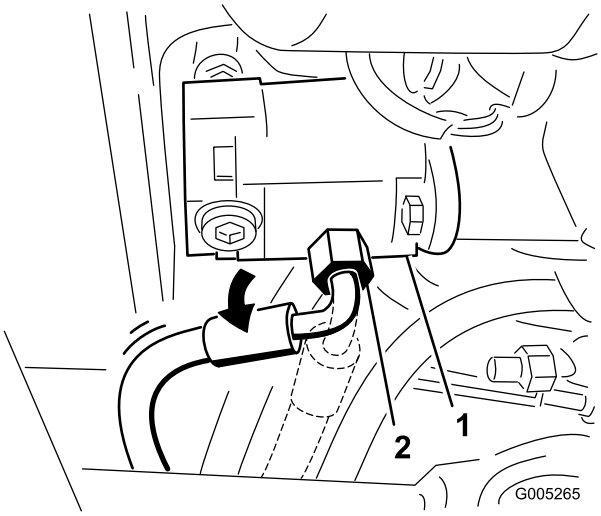

Figur 84
37. Løsn trykslangefittingen ved pumpen, og roter fittingen 45 grader mod maskinens bagende (Figur 84).
Bemærk: Figur 84 vises, som det ser ud under traktionsenheden.